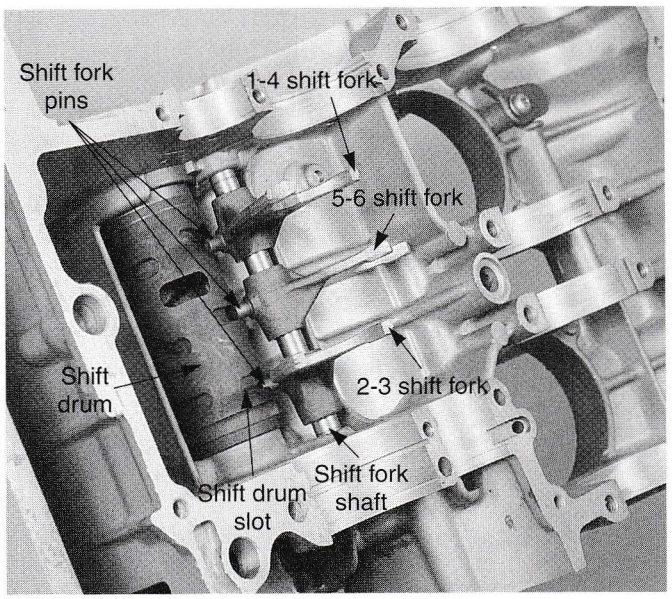

Figure 21-30. Shift forks must be installed on the shaft in proper sequence. The pins must be indexed into slots in the shift drum.
8. Shift forks must be installed and indexed correctly, **Figure 21-30.**